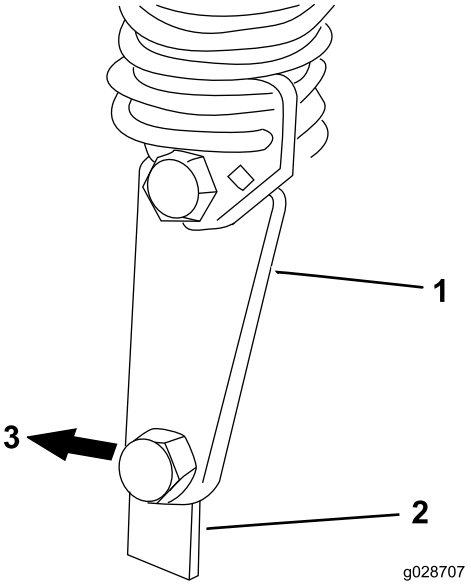

Figur 16
7. Starta motorn och höj ramen. Fäst motviktsfjäderns knälänk vid klippenhetens fjäderfäste med den ansatsskruv och låsmutter du tog bort tidigare (Figur 16).